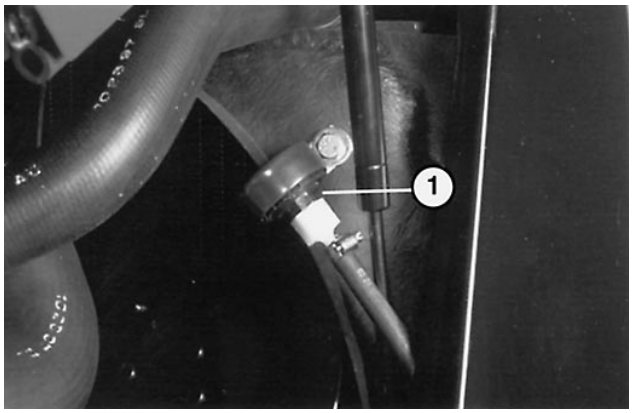

Afbeelding 48
2. De ontluchter bevindt zich langs de rechte kant van de radiator (Afb. 48). Reinig de omgeving om de ontluchter, draai deze los met een steeksleutel en monteer de nieuwe ontluchter.